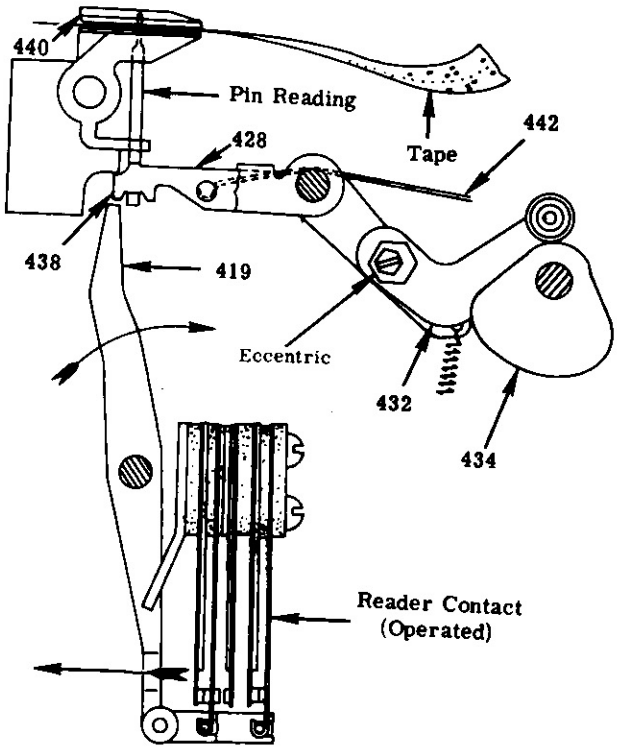
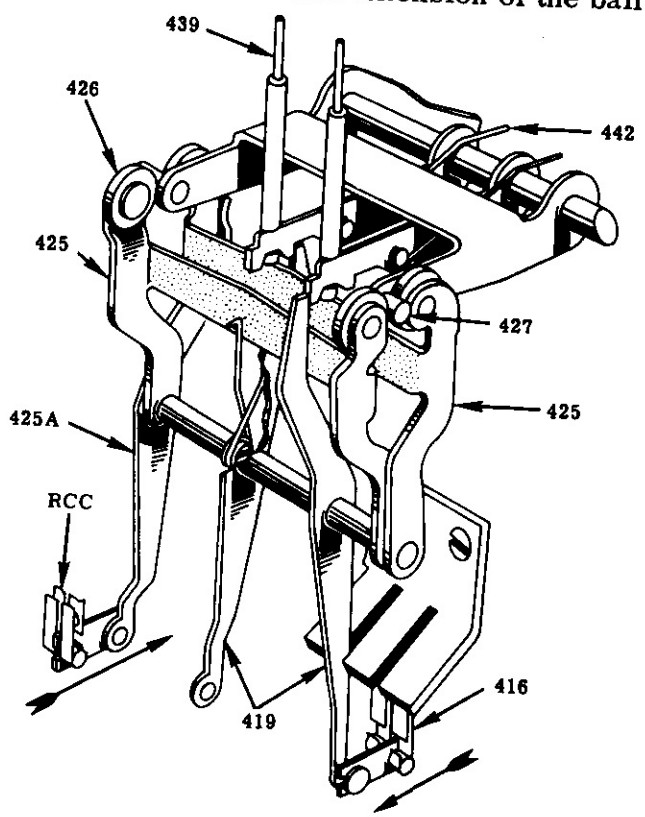

Figure 4 Feeler Pin Reading Code
Figure 5 Feeler Pin & Contact Operation
The cam surface is used to operate an armature knockoff bail for positive release of the clutch armature away from the cores of the clutch magnet. (See Figure 4)
reader shaft), and raises the interposer bail (431). This action will cause the interposers (428) to rise due to the spring tension of their respective springs (442), thus allowing the feeler pins to rise in the guide block (440) and enter any tape perforations that are in alignment with their respective pins. (See Figure 4) When one or more pins enter a perforation in the tape, the associated interposer (428) rises sufficiently to free the interposer shoulder (438) from blocking engagement in the path of its associated contact lever (419). Therefore, when the interposer studs (427) move from between the contact lever bail rollers (426), the contact lever or levers, now freed of the interposer shoulders, will move inwardly under tension of spring contact straps (416) and close or open contacts as the case may be. (See Figure 5).